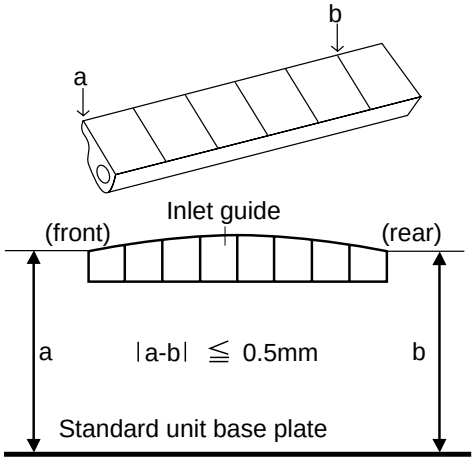

Figure 2-44
a. See Figure 2-44 for the position of the guide.